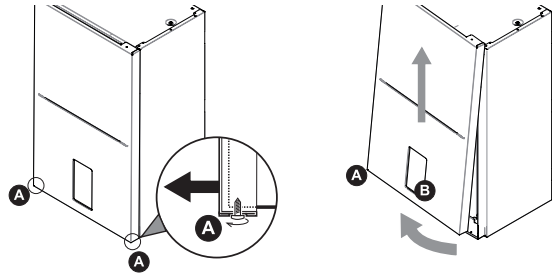

fig. 14 - démontage du panneau avant
- Dévisser partiellement les vis A (voir « fig. 14 - démontage du panneau avant »).
- Extraire le panneau B et le décrocher des fixations supérieures (voir « fig. 14 - démontage du panneau avant »).